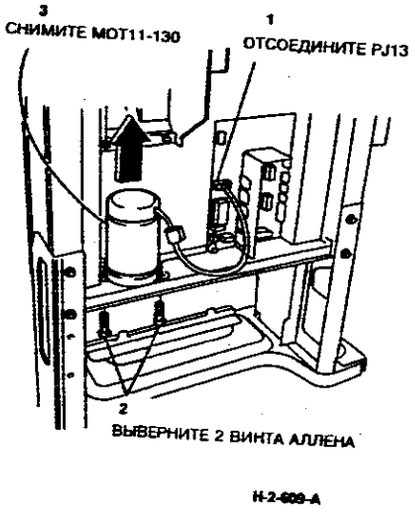

**Рисунок 2. Снятие двигателя привода ячеек (MOT11-130)**
4. (Рисунок 2) Снимите двигатель привода ячеек (MOT11-130).